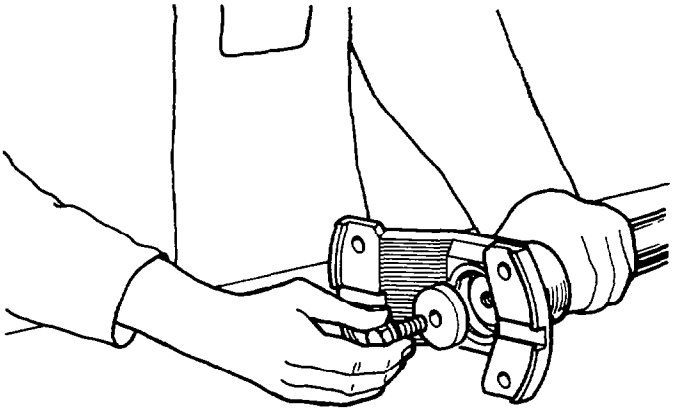

Fig. 370 — Fitting Washer and Centre Bolt
k. Fit the yoke centre bolt through the sealing washer and thrust washer (see fig. 370). Fit the bolt and washers into position in the yoke and torque the bolt to 169 Nm (125 lb.ft).